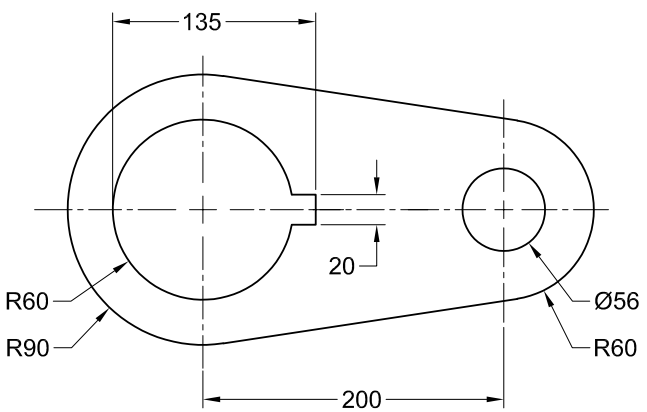

Figure 3-30 *Sketch for Tutorial 1*
In this tutorial, you will import an existing sketch that you had drawn in Tutorial 3 of Chapter 2. After placing the sketch, draw the keyway, as shown in Figure 3-30.
4. Modify all dimensions. Refer to Figure 3-30 for dimension values.